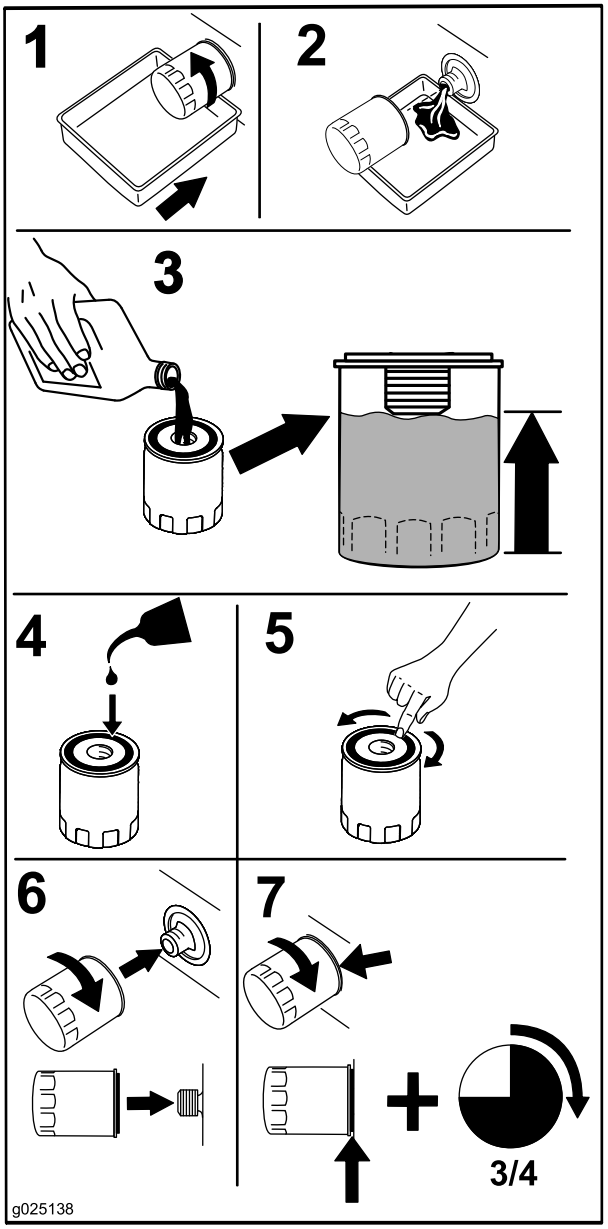

Figur 41
2. Skift motoroljefilteret (Figur 41).